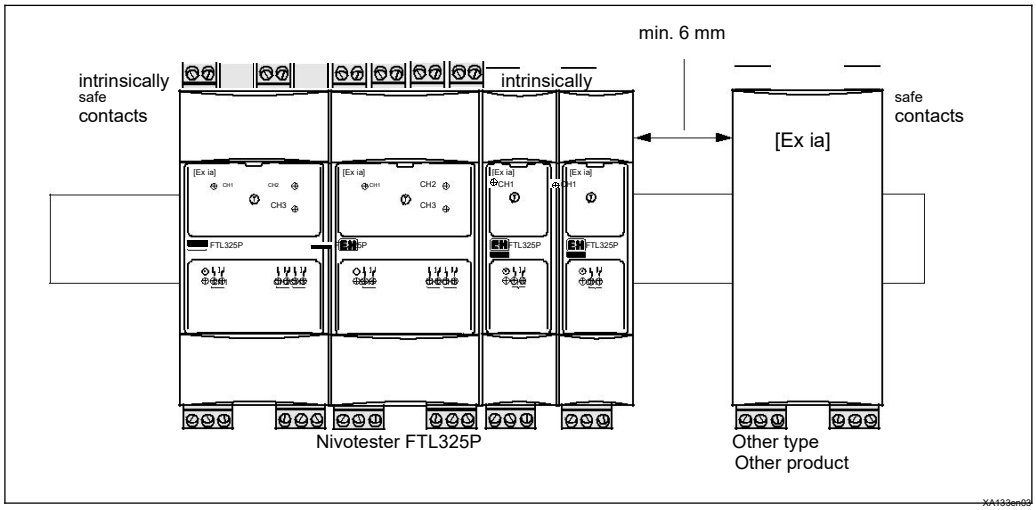

Fig. 3
- Keep to the distances required in IEC 60079-11 and to the relevant standards and rules for combining the device with other types and products on the same top-hat rail (see fig. 3).